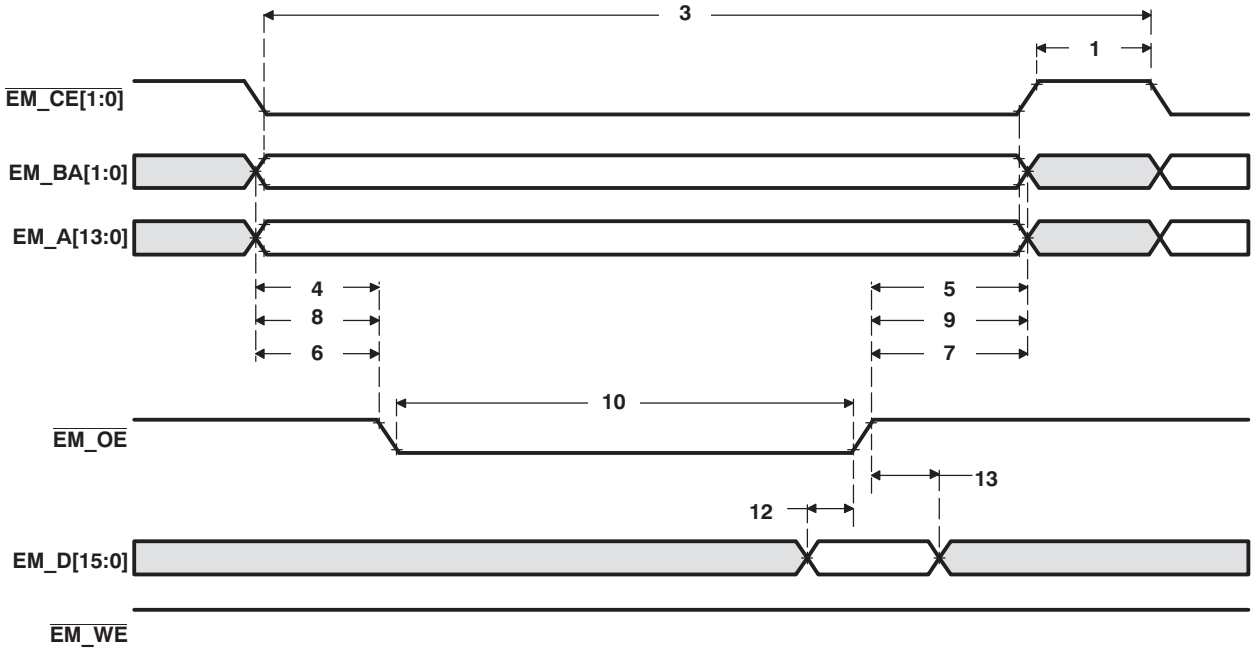
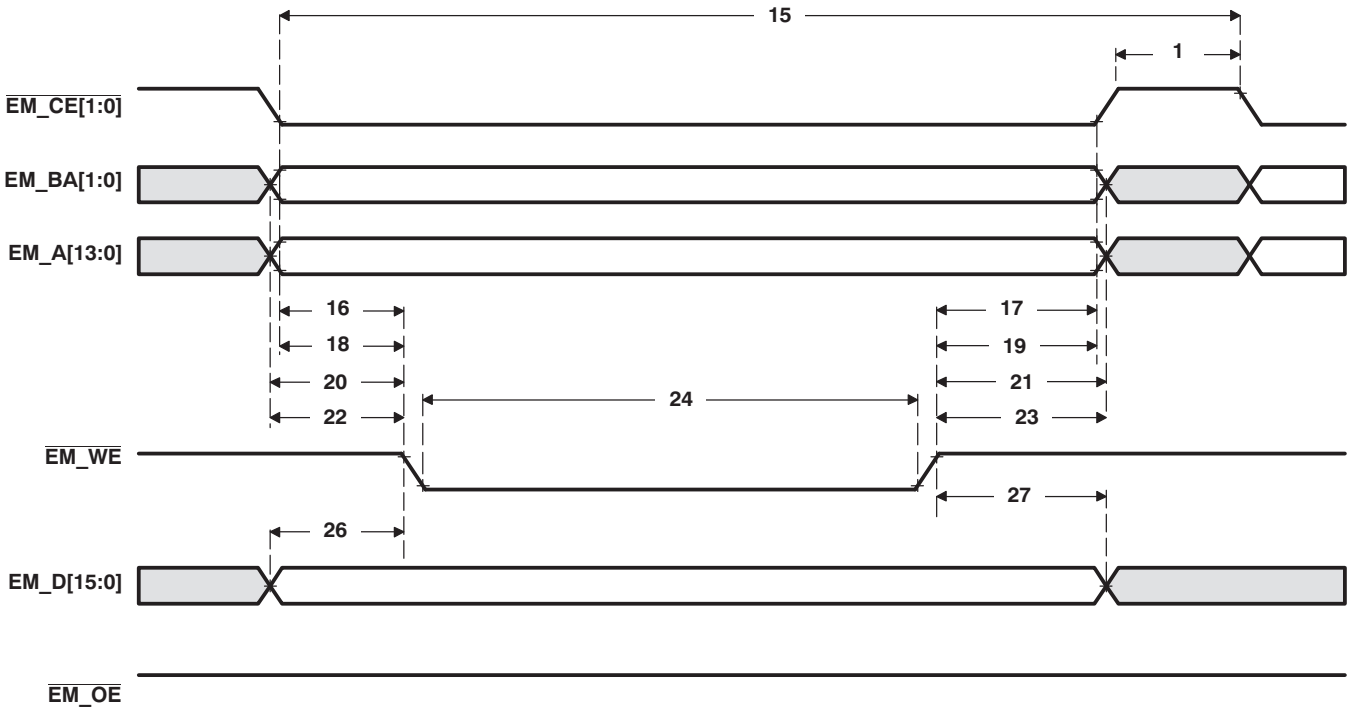

Figure 5-14. Asynchronous Memory Read Timing for EMIF
Figure 5-15. Asynchronous Memory Write Timing for EMIF
Table 5-13. Timing Requirements for Asynchronous Memory Cycles for AEMIF Module(1) (see Figure 5-14 and Figure 5-15)
Table 5-14. Switching Characteristics Over Recommended Operating Conditions for Asynchronous Memory Cycles for AEMIF Module(1) (2) (3) (see Figure 5-14 and Figure 5-15)
Table 5-14. Switching Characteristics Over Recommended Operating Conditions for Asynchronous Memory Cycles for AEMIF Module (1) (2) (3) (see Figure 5-14 and Figure 5-15) (continued)